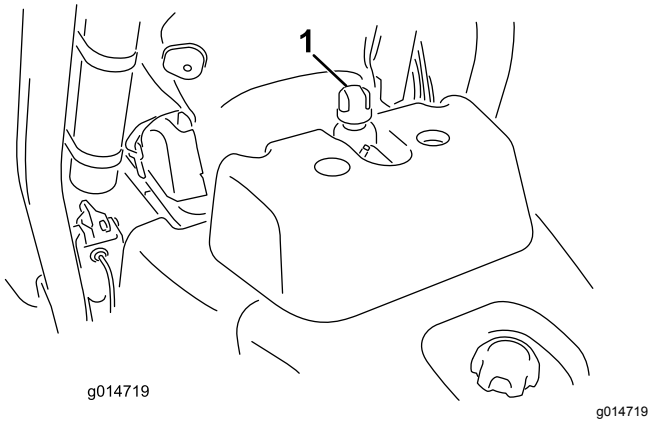

Rysunek 29
2. Odkręć korek zbiornika (Rysunek 29).